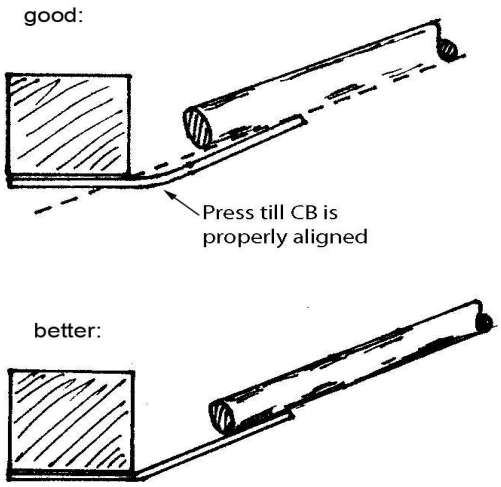

Fig. 54: alignement des CBs
5. Aligner CB4 de manière à ce que la ligne centrale directrice soit **parfaitement** alignée à la ligne 4 du gabarit. Le coté intérieur de CB4 doit être aligné à la bordure intérieur du cadre (voir ligne en pointillé de la fig 54).pour corriger des éventuelles déviations, tordre les FCbs. Voir fig 54. Ne par forcer sur les barres transversales, les couper à la bonne longueur si nécessaire.